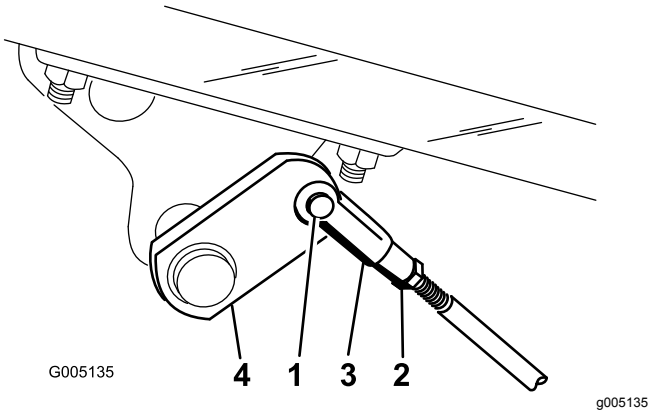

Figura 49
A. Scollegate le aste dei freni rimuovendo la coppiglia e il perno del cavallotto (Figura 49).
B. Allentate il controdado e regolate il cavallotto come opportuno (Figura 49).
C. Montate il cavallotto sull'albero del freno (Figura 49).